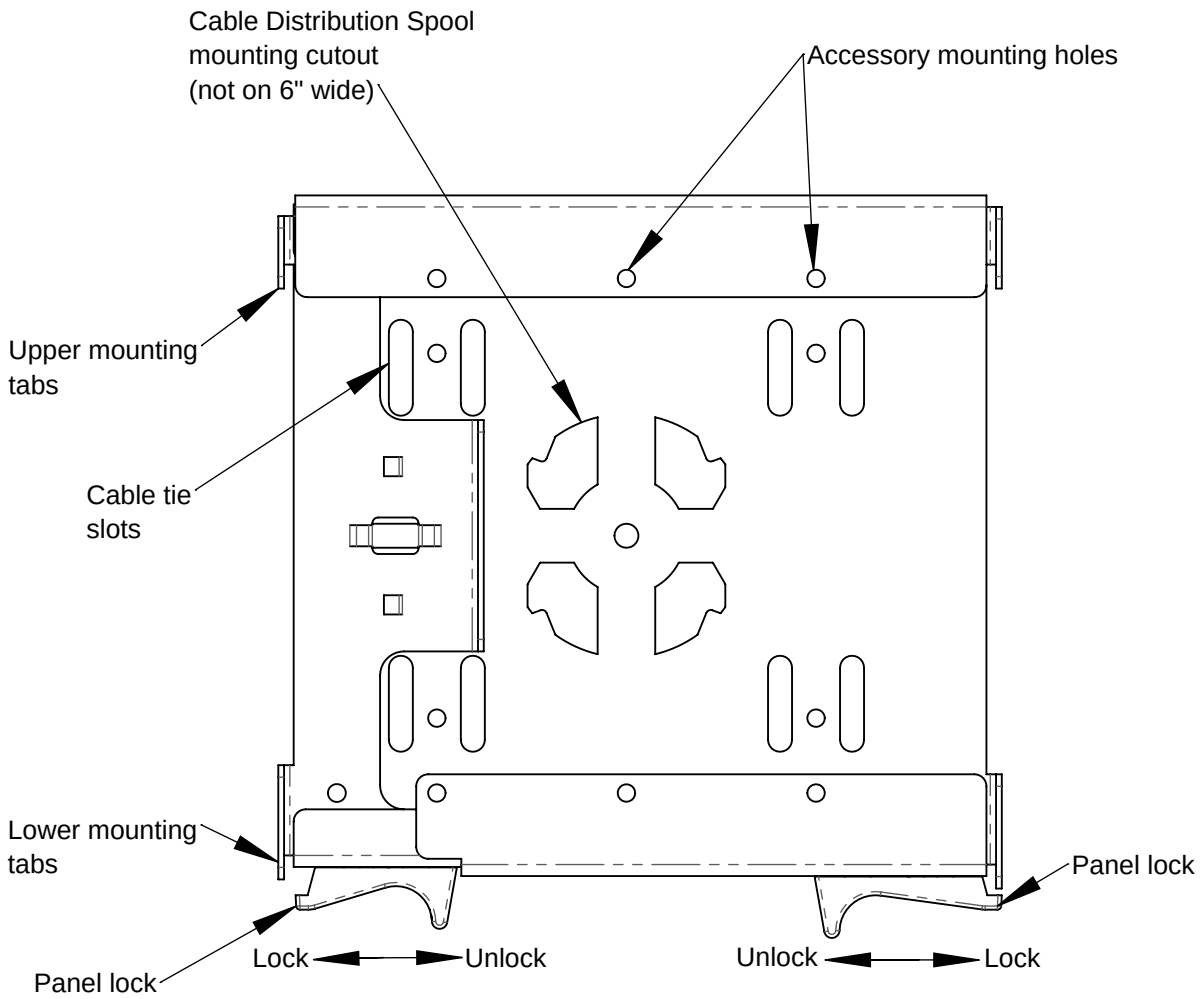

Figure 1
1. The Accessory Panel has two sliding locks located on the bottom edge. Slide the locks inward to the unlocked position, see Figure 1.